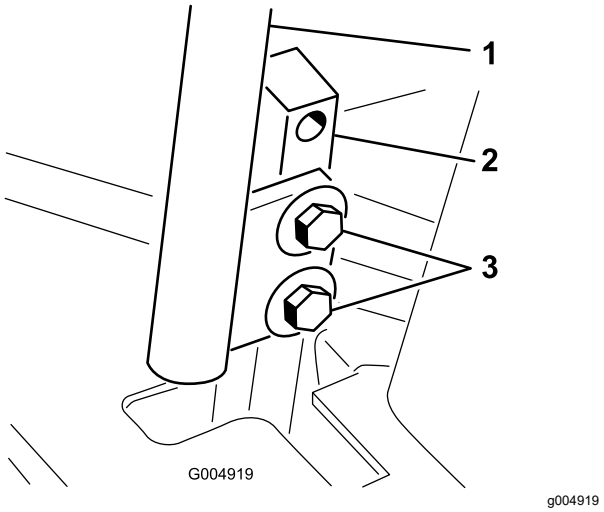

Figuur 55
3. Draai de bouten los waarmee de rijhendels zijn vastgezet (Figuur 55).